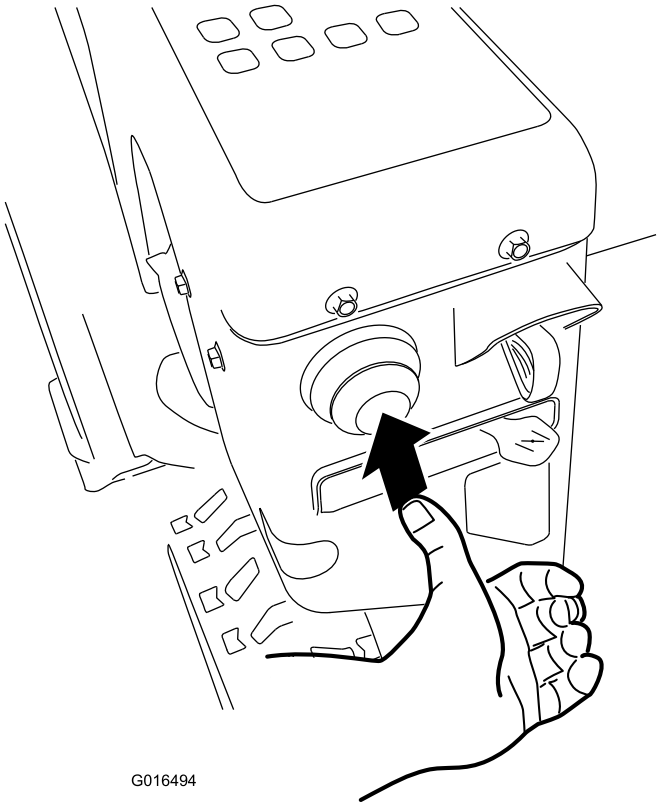

Figura 27
4. Con il pollice, spingete tre volte lo starter con forza, lasciandolo inserito ogni volta per un secondo prima di rilasciarlo (Figura 27).